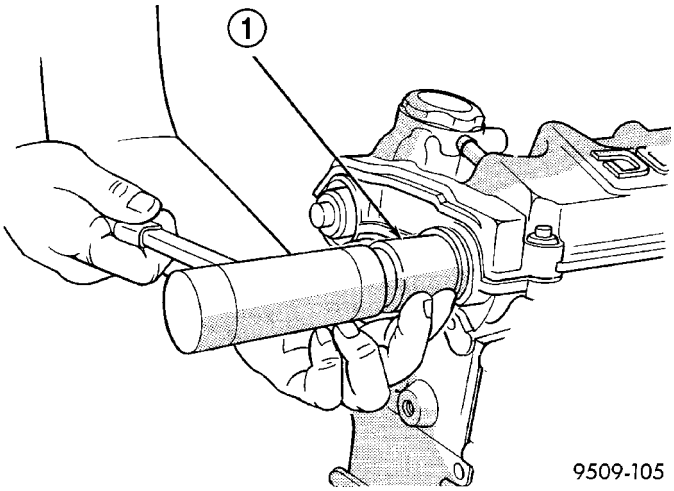

Fig. 22 Camshaft Seal - Installation
(1) Shaft seal surface must be free of varnish, dirt or nicks. Polish with 400 grit paper if necessary.
(2) Install camshaft seals into cylinder head using Special Tool MD-998306 until flush with head (Fig. 22).